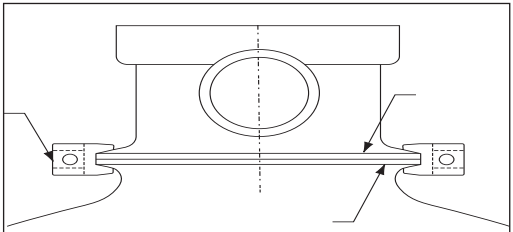
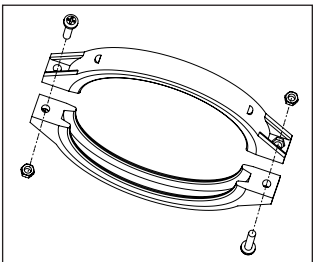

**Figure 1**
**Figure 2**
2. Provide space and lighting for routine maintenance access. Locate the system close to the pool. Install electrical controls (e.g., on/off switches, timers, control systems, etc.) at least five (5) feet from the filter. This will allow you enough room to stand clear of the filter during system start up.
8. Ensure that the valve is firmly pushed into the top of the tank and that the flange of the tank and the flange of the valve are contacting each other. See **Figure 1**.
9. The plastic clamp can now be installed. Place the clamp half over the valve flange and the tank flange as shown in **Figure 1**. Insert the clamp screws and nuts into the clamp making sure that the nuts are located in the special hexagonal retainer slots on the clamps. See **Figure 2**.